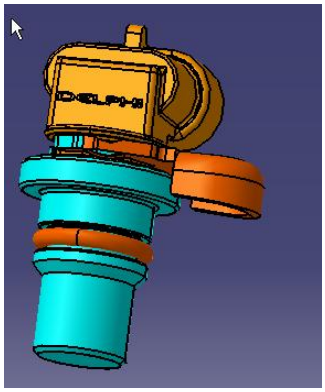

Рис. 308
**Внешний вид и контакты (Рис. 308)**